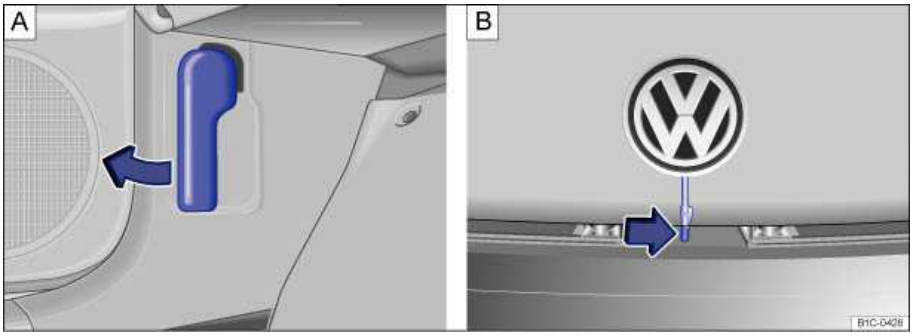

Fig. 138 A: In the footwell on the driver side: Inside engine hood release lever. B: Above the radiator grille: Outside engine hood release.
- Open the driver door and pull the inside hood release lever in the direction of the arrow ⇒ fig. 138